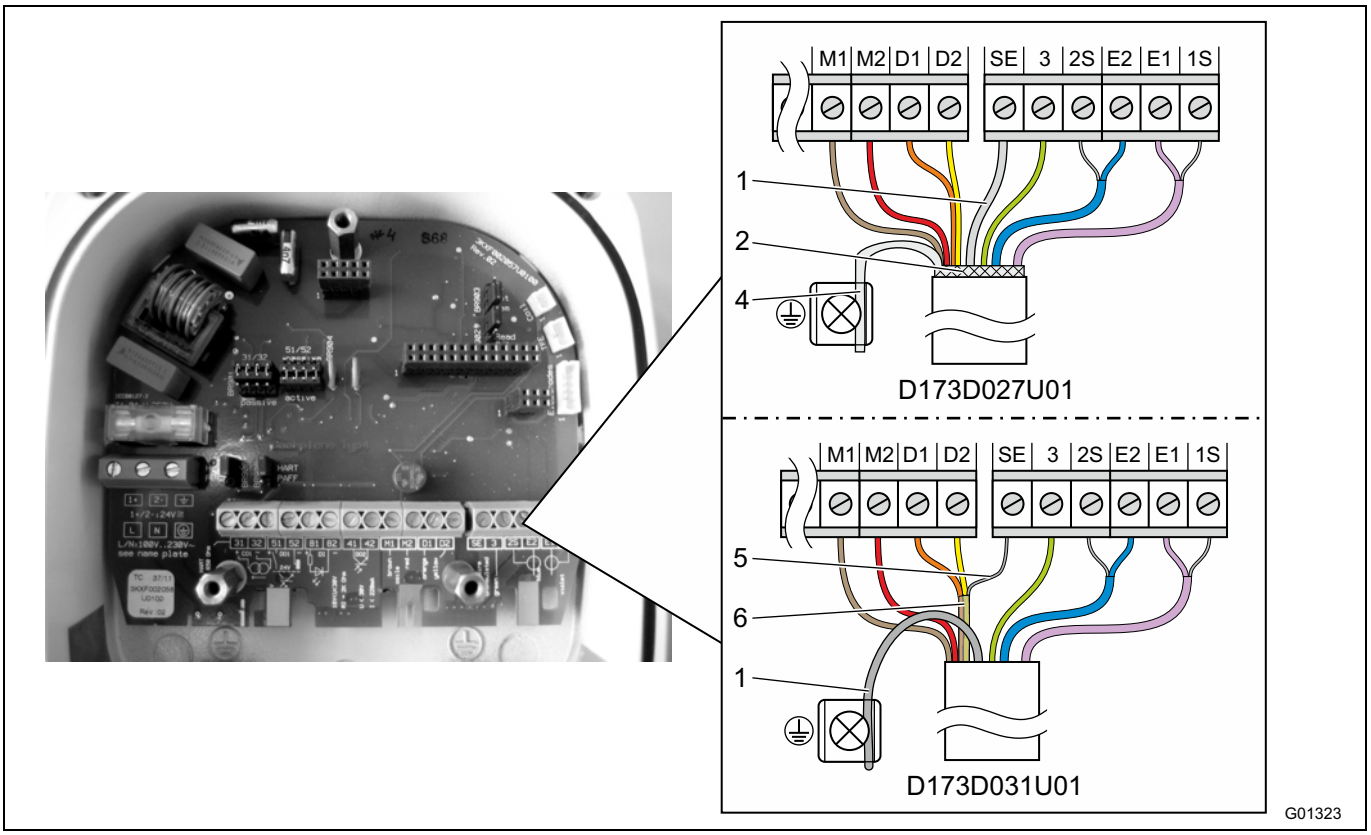

Fig. 29: Partea senzorului de măsurare, dimensiuni în mm (inch)
Capătul de cablu de pe partea transductorului de măsură trebuie confecţionat ca în Fig. 29.
- Racordaţi toate celelalte fire conform reprezentării din Fig. 29.